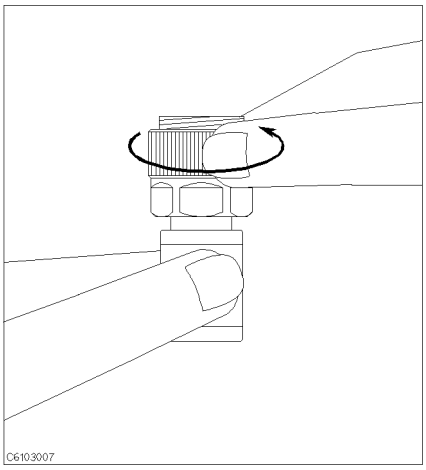

Figure 5-9.
11. Turn only the APC-7® connector nut of the 50 Ω termination as shown in Figure 5-9.